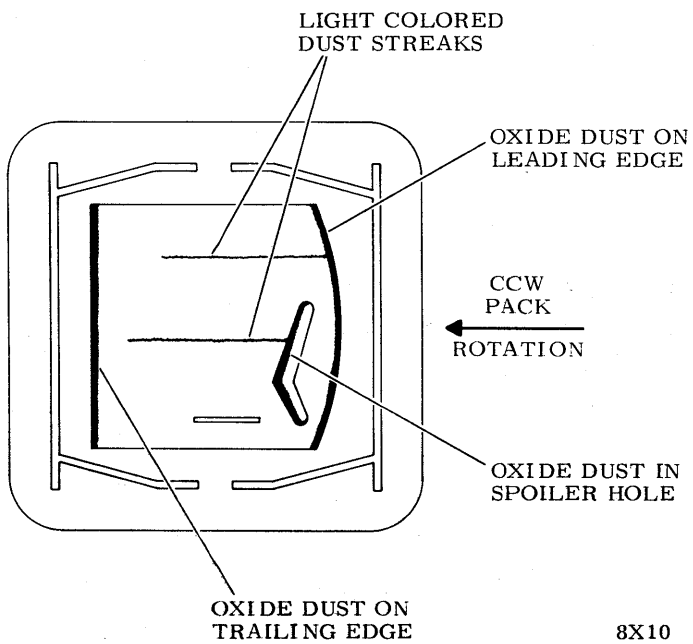

Figure 2-7. Typical Formation of Oxide Particles on Head Pad
6. Use the following procedure to blow off the loose oxide dust particles from the flying surface, spoiler holes, and leading edge of each head. (See figure 2-7.)